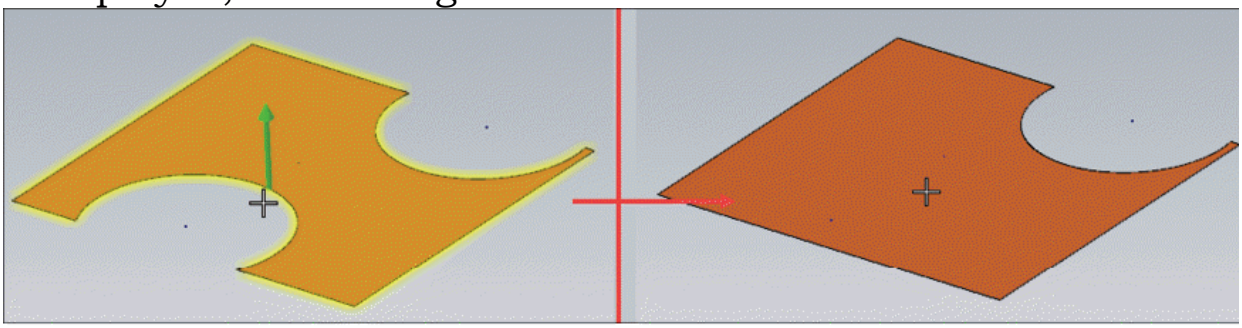

Figure-71. Removing boundary
- Click on desired side. Preview of removed boundary will be displayed; refer to Figure-71.